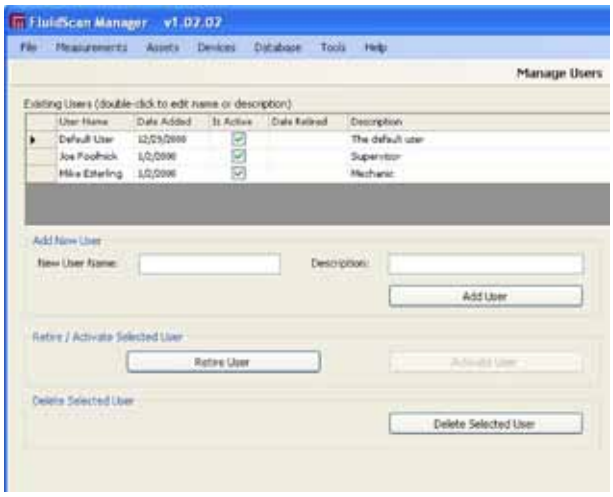

Figure 2.4-2, Manage Users Screen
3. The Manage Users screen opens, Figure 2.4-2. Existing users and information relating to them will be displayed in the table at the top of the screen. (The first time the screen is opened. there will not be any existing users